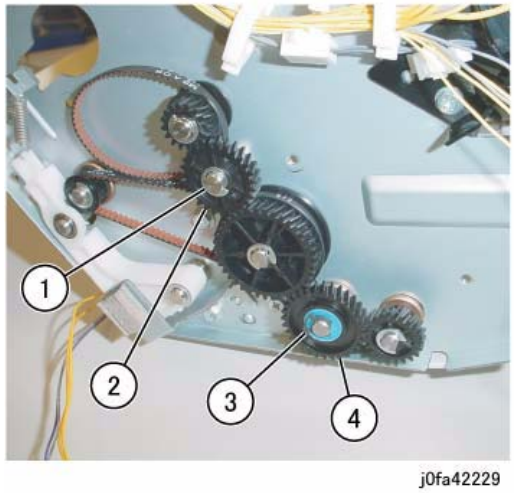

Figure 3 Removing the Gear
9. Remove the Gear (Figure 3):